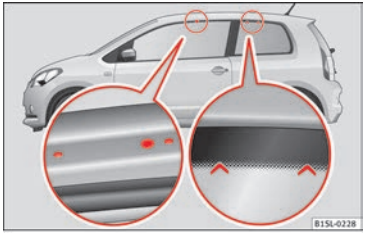

Fig. 137 Attachment points for the basic supports and the roof carrier system in two-door vehicles.
Two-door vehicles: the holes and marks indicating the fitting points for base front supports are in the lower half of the roof struts ››› **Fig. 137** (enlarged left image). The holes and marks are only seen with the door open. The fitting marks for base rear supports are in the upper half of the windows ››› **Fig. 137** (enlarged right image).
- **The base support should only be fitted to the points indicated in the diagram ››› Fig. 137.**